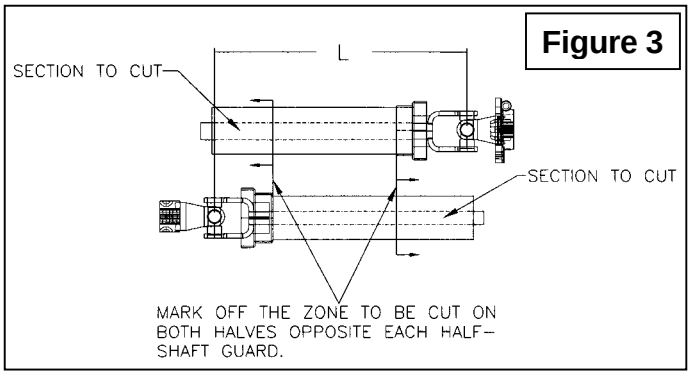

Figure 3
3. Hold the two half-shaft side by side and locate the **"L"** length between the two center-to-center half-shaft universal joints. Mark off the zone to be cut on both halves opposite each half-shaft guard as shown on Figure 3.